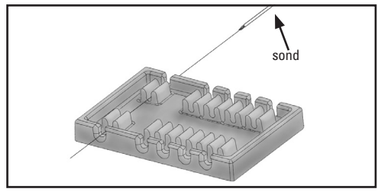
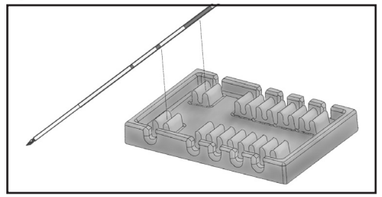

Figur 1
Figur 2
3. Fäst distanshållaren på den första sonden antingen genom att dra sonden igenom den (se figur 1) eller genom att knäppa fast den på sondskaftet (se figur 2).
4. Fäst den andra sonden på distanshållaren antingen genom att dra den igenom sonden (se figur 1) eller genom att knäppa fast den på sondskaftet (se figur 2).